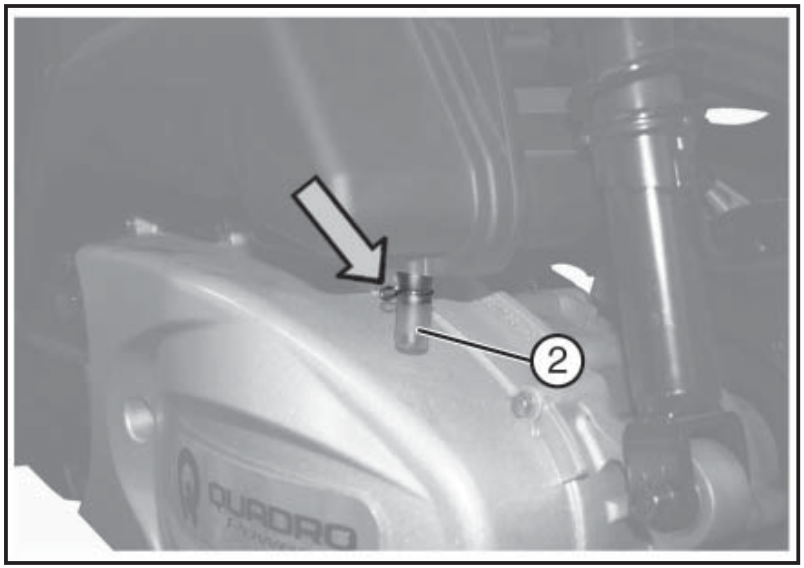

Fig. 02 *QSI0048*
6.7 RECUPERO VAPORI OLIO (Fig. 02)